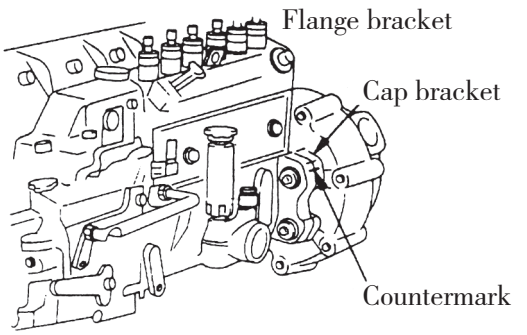

Fig. 1.14
(1) First make sure if the "assembly marks" on the flange of oil injection pump are in conformity with each other, See Fig. 1.14.